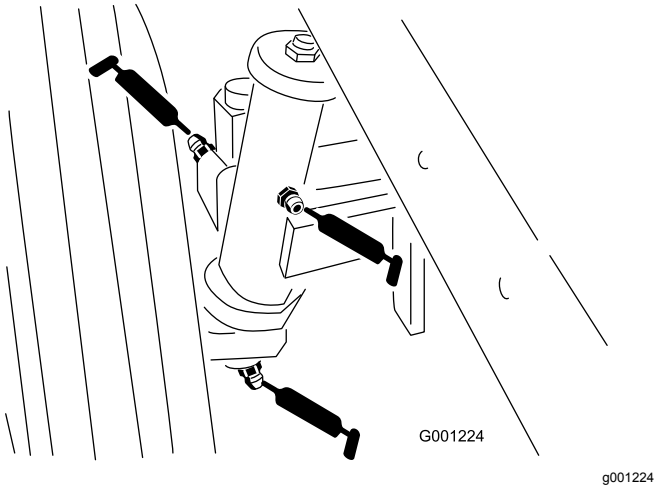

Figur 38
- Bakre hjulspindelbussningar (Figur 38)